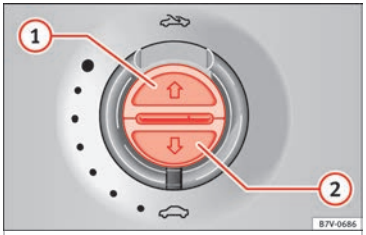

Fig. 59 On the interior roof lining: switches for the sun blind
To open completely (automatic):	Press button ››› Fig. 59 1 briefly.
To stop automatic operation:	Briefly press the button ››› Fig. 59 1 o ››› Fig. 59 2.
To set the intermediate position:	Hold the button ››› Fig. 59 1 or ››› Fig. 59 2 until the required position is reached.
To close completely (automatic):	Press button ››› Fig. 59 2 briefly.
- *Sun blind:* Within 5 seconds of triggering the anti-trap function, push button ››› **Fig. 59** (2) until the sun blind closes completely.